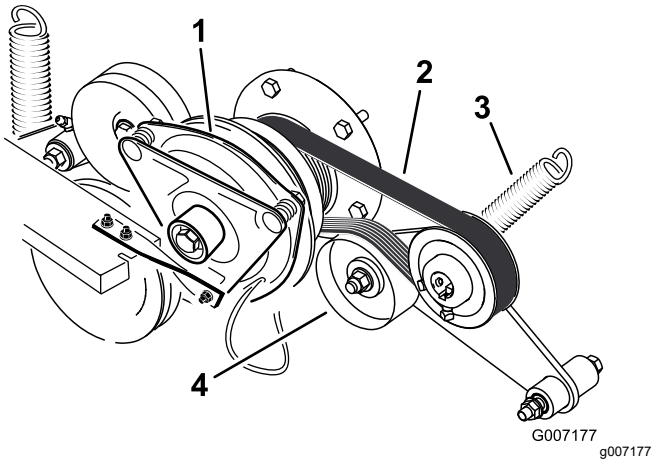

Rysunek 89
3. Zdejmij sprężynę z ramienia koła pasowego luźnego (Rysunek 89).
4. Załóż nowy pasek wokół silnika i koła pasowego pompy hydraulicznej (Rysunek 89).
6. Załóż sprężynę na ramię koła pasowego luźnego (Rysunek 89).